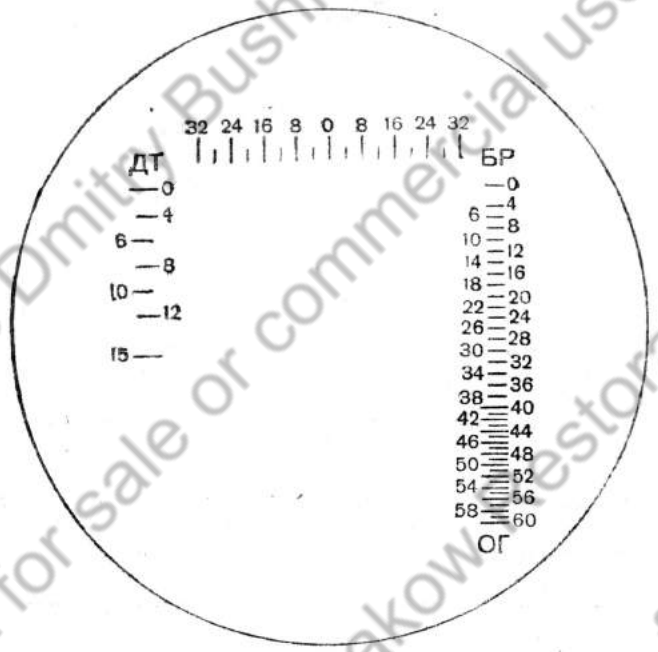

Рис. 67. Шкала прицела 10Т-15
2. Вращая маховичок *3*, подвести горизонтальную нить перекрестия к нужному делению на дистанционной шкале (рис. 67).